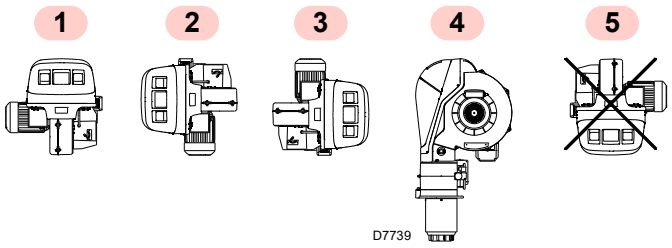

Abb. 13
- ➤ Der Brenner kann ausschließlich in den Stellungen **1, 2, 3** und **4** Abb. 13 betrieben werden.